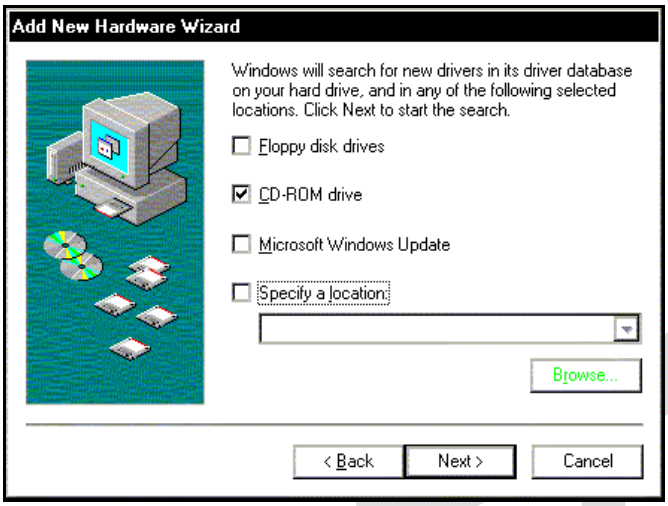
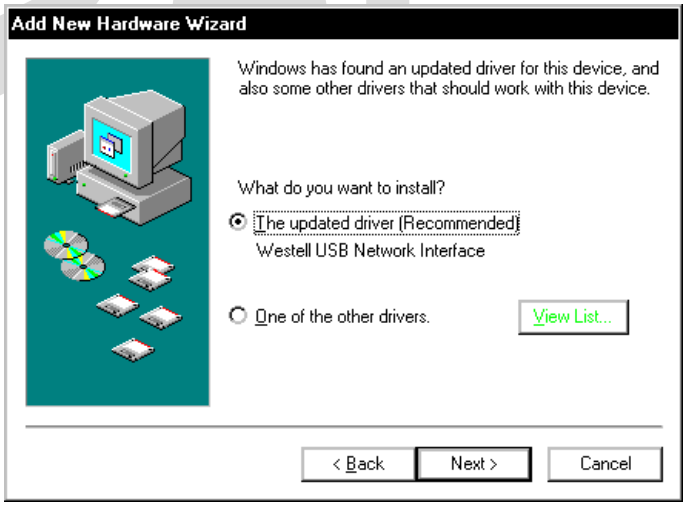

Figure 6. Windows 98 SE
Figure 7. Windows 98 SE
3. **Windows 98 SE:** Select **CD-ROM drive** (Figure 6). Click **Next**. Windows will search for the driver.
Note: If Figure 6 does not appear at this step, and Figure 7 appears with the text 'USB Composite device', 'C:\Windows\Inf\USB.Inf', do not continue. Click **Back** to Step 3 and specify the location of the Westell CD-ROM.
4. **Windows 98 SE:** Select **The updated driver (Recommended) Westell USB Network Interface** (Figure 7). Click **Next**.